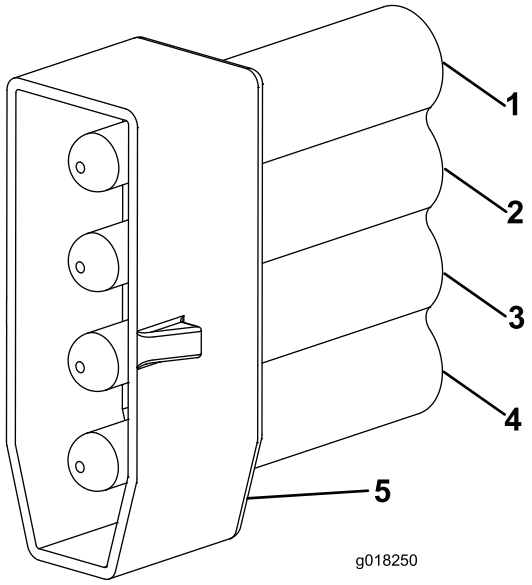

Figure 12
7. Montez le connecteur PM4 sur le câblage électrique en poussant les broches dans le connecteur (Figure 12). Identifiez et marquez ce connecteur comme étant du côté droit pour faciliter l'identification du câblage lors des connexions au faisceau de câblage principal de la machine.